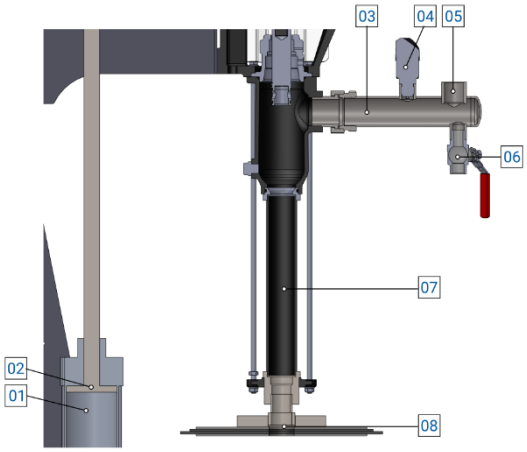

Abbildung 02 – Innenansicht PPE
- Der Entlüftungsausgang (Nr. 06 Abbildung 02) darf nicht an ein Rohr angeschlossen werden. Dies, um zu vermeiden, dass Probleme mit Gegendruck von Restfluid aus vorherigen Entlüftungen auftreten, die das Produkt innerhalb der Anlage kontaminieren.
Es dürfen keine Schläuche an den Entlüftungsausgang (Nr. 06 Abbildung 02) angeschlossen werden, da sonst die Gefahr besteht, beim Entlüften einen Gegendruck zu erzeugen, der Luftblasen im Kreislauf entstehen lassen kann.